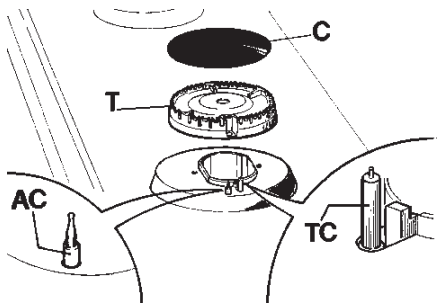

FIG. 6
Pentru a mentine curata suprafata plitei, este foarte importanta sa o spalati dupa fiecare folosire cu apa calda cu detergent, sa o clatiti si uscati. La fel trebuie spalate grilele smaltuite, capacele smaltuite “C” si capetele arzatoarelor “T” (fig. 6).
- ***Sa va asigurati ca capacelul smaltuit “C” (fig. 6) este corect pozitionat pe capul arzatorului. Aceasta conditie se considera indeplinita cand capacelul este perfect stabil.***